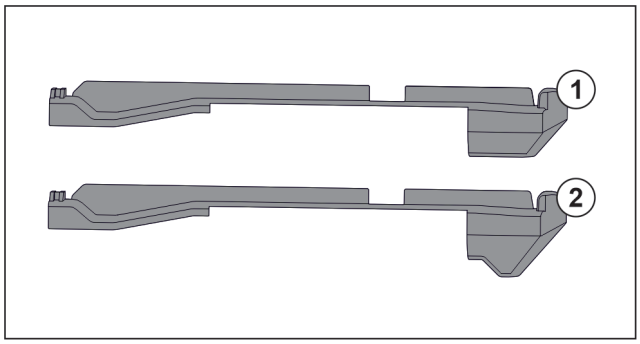

Fig. 85 Vergleich der Aufsteckteile
Im Gerät befinden sich zwei unterschiedliche Aufsteckteile. Das Aufsteckteil über dem untersten Schubfach *Fig. 85 (2)* hat eine dreieckige Kante. Alle anderen Aufsteckteile *Fig. 85 (1)* haben eine gerade Kante.
▶ Aufsteckteil *Fig. 85 (2)* mit der dreieckigen Kante über dem untersten Schubfach anbringen.
▶ Aufsteckteil *Fig. 85 (1)* mit der geraden Kante an allen anderen Stellen anbringen.